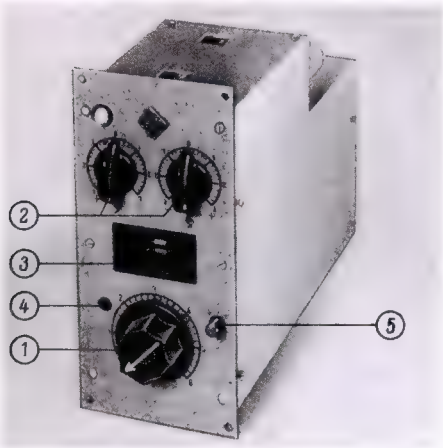

Bild 1. Stereo-Summenverstärker ELA V 110 von Telefunken
(Bild 1 und 2: FTZ, Darmstadt, Bild 3: Fernseh GmbH, Bild 4 bis 8: Arch. Elektr. Übertr.)
Der neue Verstärker *(Bild 1)* hat eine gemeinsame Verstärkungseinstellung für beide Kanäle mit einem Tandem-Potentiometer (1). Auch die getrennte Höhen- und Tiefenentzerrung (2) erfolgt stereogenau gleichzeitig in beiden Kanälen. Mit dem Magischen Doppelstrich EMM 801 (3) wird die Aussteuerung für beide Kanäle getrennt angezeigt. Dabei ist weniger daran gedacht, die Aussteuerung zu messen, als vielmehr anzuzeigen, ob einer der Kanäle übersteuert ist. Für das Messen selbst und damit für das Einstellen einer bestimmten Lautstärke wird der übliche, einkanalige Tonmesser bzw. das Aussteuerinstrument verwendet. Um im richtigen Amplitudenbereich zu liegen, ist die Anzeige der Röhre EMM 801 einstellbar für eine Ausgangsspannung des Verstärkers von 1...3 V.